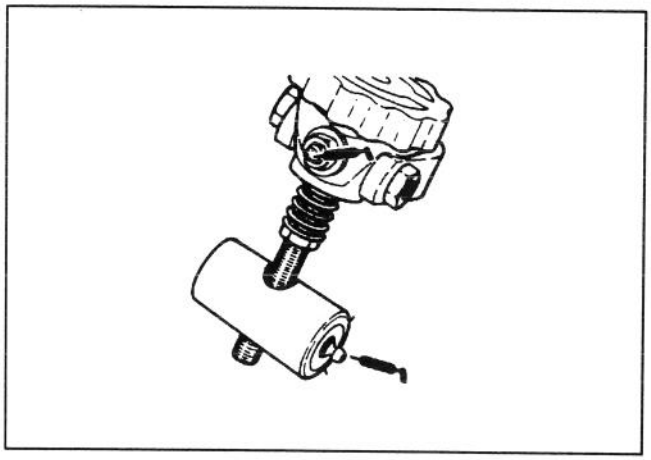
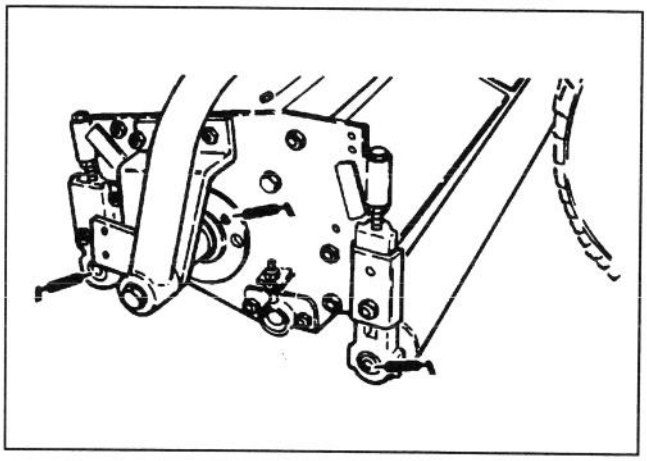

Fig. 27
Fig. 28
Enpunktsjusteringsratt (2), (Fig. 27), cylinderflänslager (2) och främre och bakre rullar (Fig. 28)